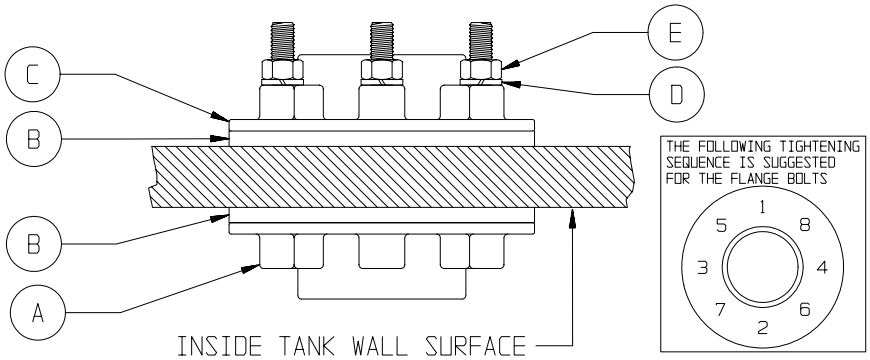

Figure 6.4
6.4.1 The bolted stainless steel fitting shall be constructed with 1 ea. inside flange with studs (A), 2 ea. fitting gaskets (B), 1 ea. outside flange (C), and the correct number of lock washers (D), and hex nuts (E) for the fitting specified. Refer to Figure 6.4 for part identification. .
6.4.2 Disassemble the fitting as shipped by removing the hex nuts, lock washers, outside flange and outside flange gasket. Locate the fitting hole on the inside of the tank and insert the fitting's studs through the drilled holes in the tank. A gasket (B) should be between the inside fitting flange and the inside tank wall. Place the outside flange gasket and outside flange over the studs on the outside surface of the tank. Install the lock washers and hex nuts on the studs. Check to make sure the fitting assembly appears as shown in Figure 6.4.